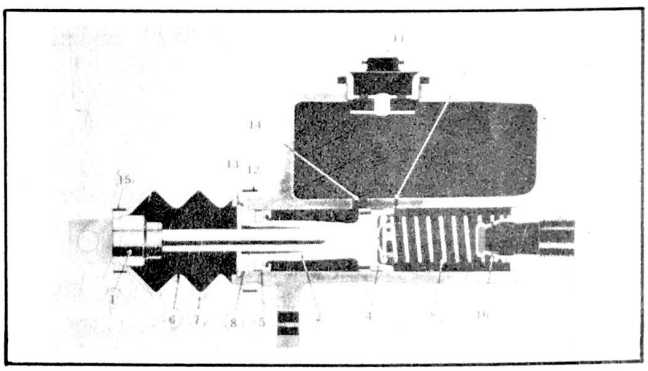

Figure 295 - Master Cylinder
The piston (2, Fig. 295) is returned to a released position much faster than the fluid returns into the master cylinder thru the outlet.
Remove large foot strap (12), Fig. 295, that fastens boot to cylinder casting.
Install valve (16), Fig. 295, and return spring (9).